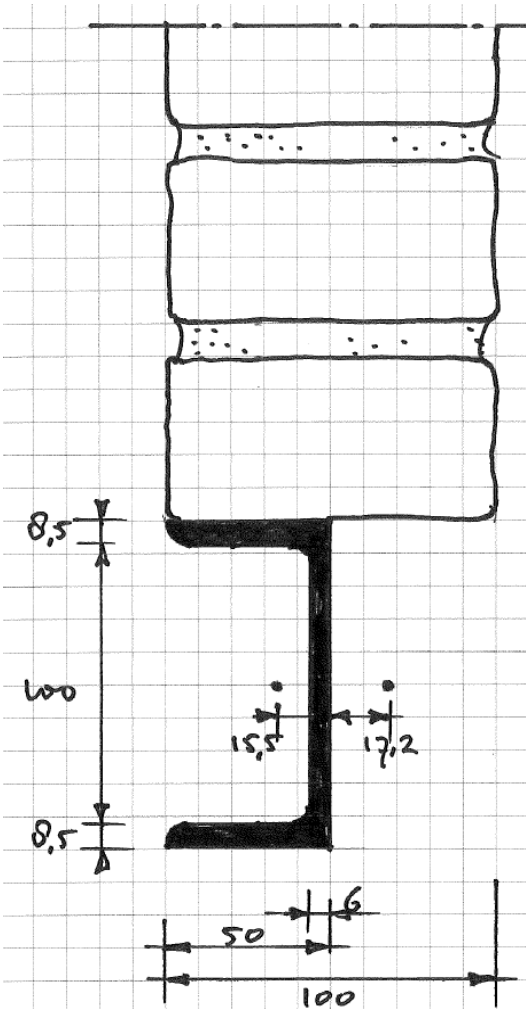

Figuur 3: Profieldoorsnede A-A
c) Hoe zal het profiel draaien; met de klok mee of tegen de klok in? (zie figuur 3)
> # 3c - Het profiel zal roteren om het dwarskrachtencentrum. Dit is tegen de klok in in figuur 3.